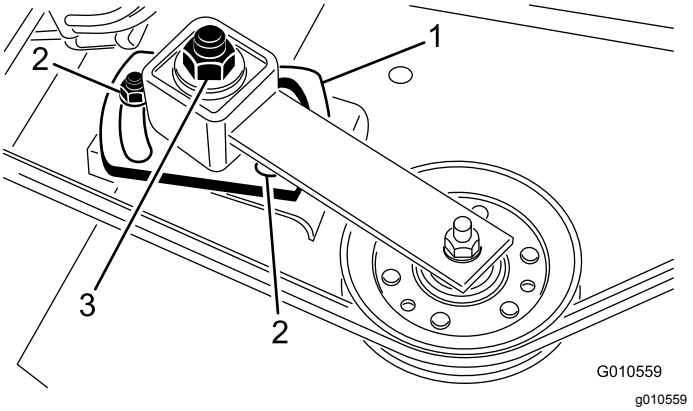

Figuur 29
5. Gebruik een inbussleutel en een momentsleutel en draai de stelmoer van de spanpoelie vast met 47-54 N·m (Figuur 29).